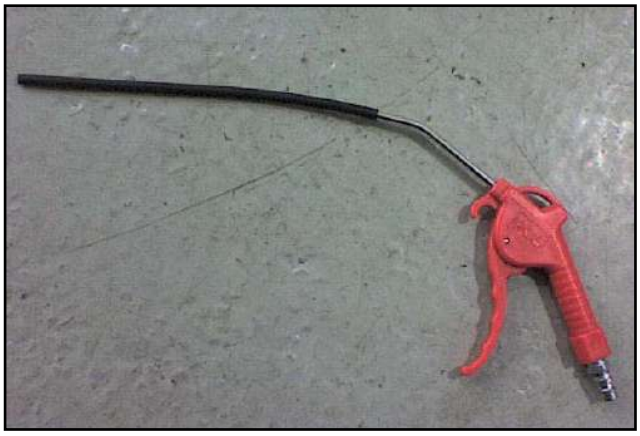

Figure 4
6. Attach an airline that has dry air, without oil to the battery vent tube (refer to Figure 4)